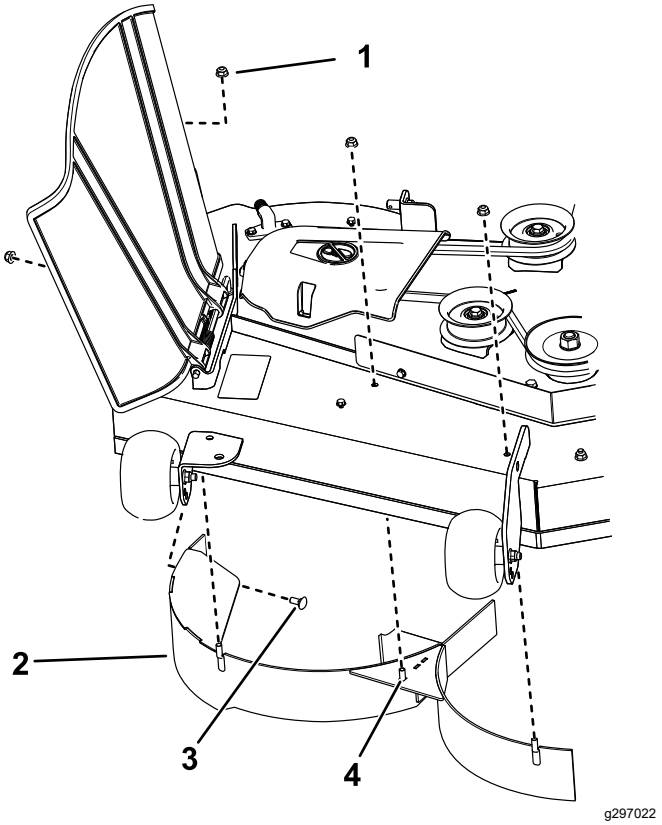

Figur 13
4. Ta bort de tre låsmuttrarna (5/16 tum) från den högra skärmens svetsade tappar (Figur 13).
1. Låsmutter – 5/16 tum (4)
4. Svetsad tapp (3)
5. Ta bort de två vagnsskruvarna och två låsmuttrarna som fäster den högra skärmen vid däcket och ta bort skärmen (Figur 13).
6. Leta reda på de tre skruvarna bland de lösa delarna och använd de befintliga låsmuttrarna och montera dessa fästelement i hålen avsedda för de svetsade tapparna (Figur 13), för att förhindra att skräp slungas omkring.